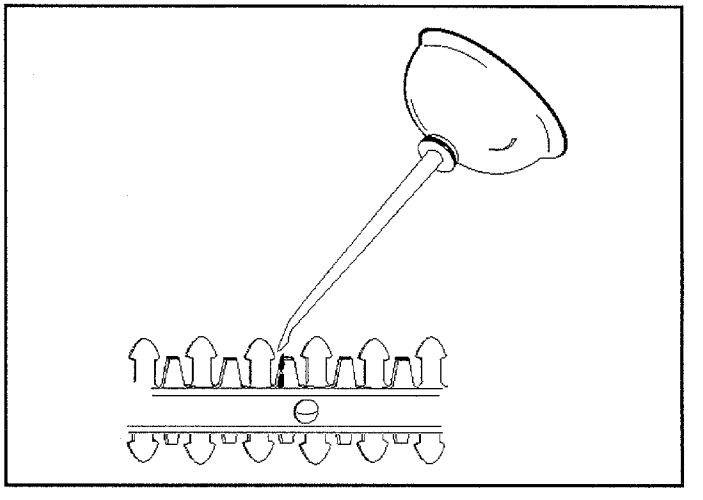

Fig. 15
1. For easier operation and longer blade life, lubricate the hedge trimmer attachment blade before and after each use. Before lubricating, be sure the switch is in the OFF position on the powerhead. Apply light machine oil along the edge of the top strap (Fig. 15).